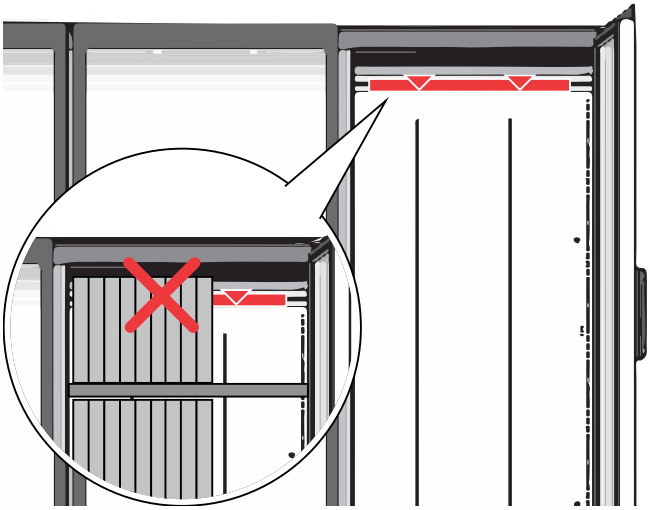

Fig. 16
- The goods do not exceed the load line ("Fig. 16").